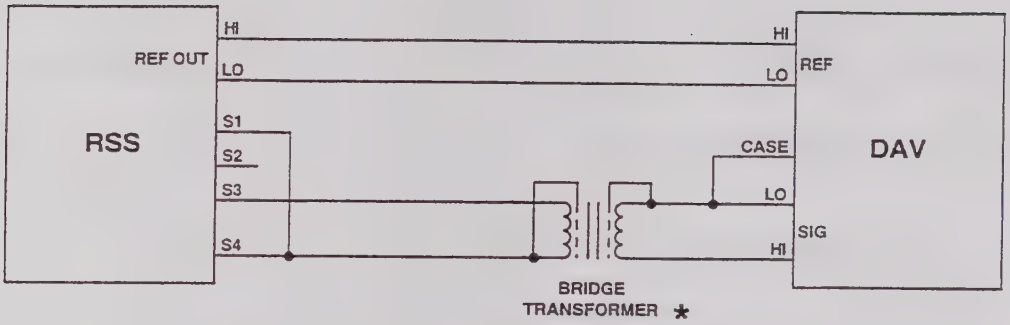

FIG 5-10A Resolver & Synchro 0° & 180°
1. With power off, see figure 5-10A and connect RSS to test equipment.
11. With power off, see figure 5-10A and connect RSS to test equipment.
16.	With power off, see figure 5-10A and connect RSS to test equipment.
28.	With power off, see figure 5-10A and connect RSS to test equipment.